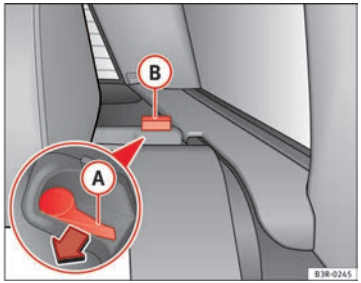

Fig. 125 Backrest release lever
– Press the release lever (A) ⇒ Fig. 125 in the direction indicated by the arrow.